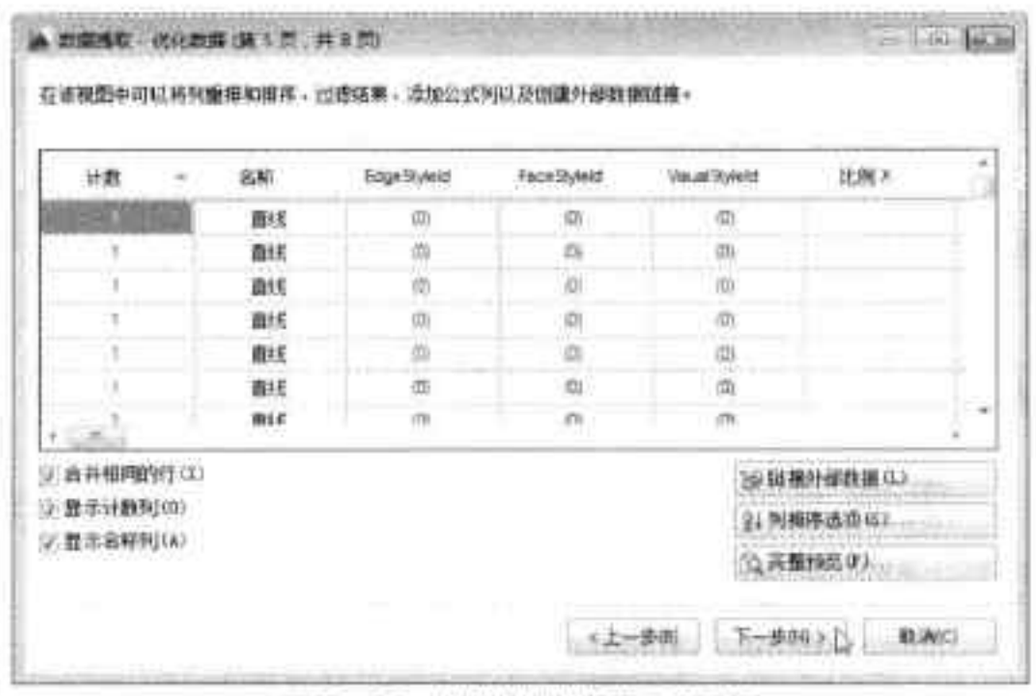

图7-29 “优化数据”对话框
Step 06 打开“优化数据”对话框，单击“下一步”按钮，开始进行数据提取，如图 7-29 所示。